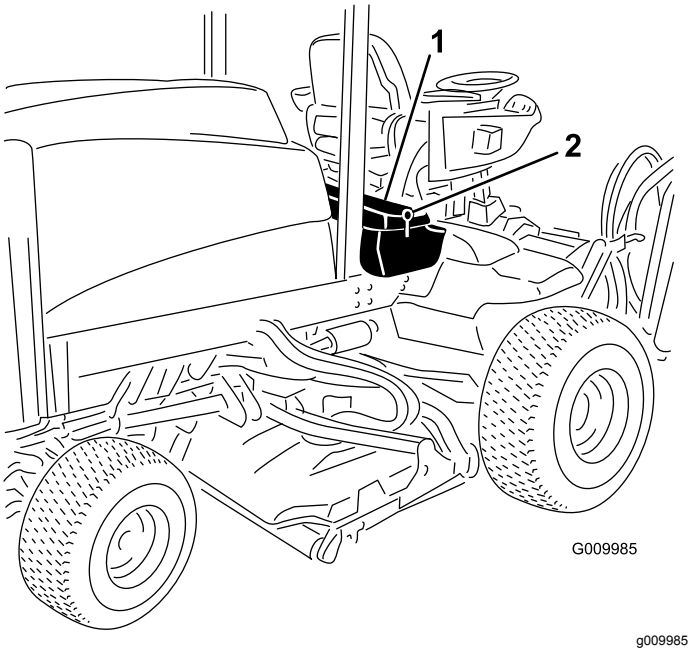

Figur 65
1. Lossa och höj förarens konsolpanel (Figur 65).